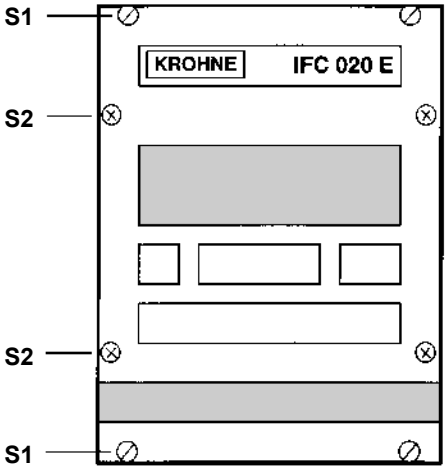

Fig. 1
b) Unscrew the 4 recessed head screws (S1) on the front plate (see Sect. 8.1, **Fig. 1**).
Refer to Sect. 8.1 for Figs. 1 and 2.
1) Unscrew the 4 recessed head screws **(S1),** on the front (Fig. 1).
Refer to Sect. 8.1 for Figs. 1 to 3.
1) Unscrew the 4 screws (S1), on the front **(Fig. 1)**.
3) Unscrew the 4 recessed head screws (S2) on the front **(Fig.1)**.
1) Unscrew the 4 recessed head screws (S1), on the front **(Fig. 1)**.